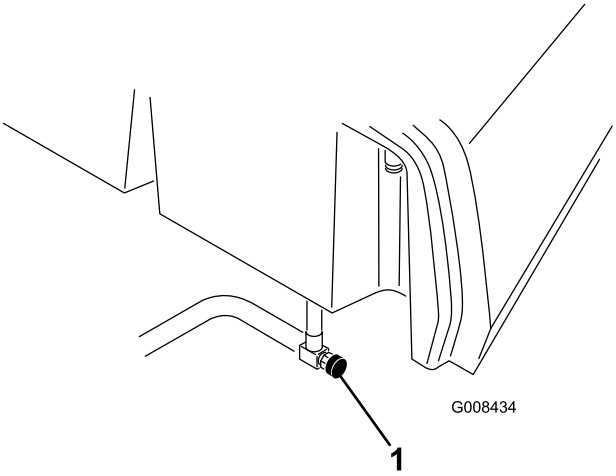

**Figur 40**
1. Lukk igjen drivstoffventilen på drivstofftanken (Figur 40).